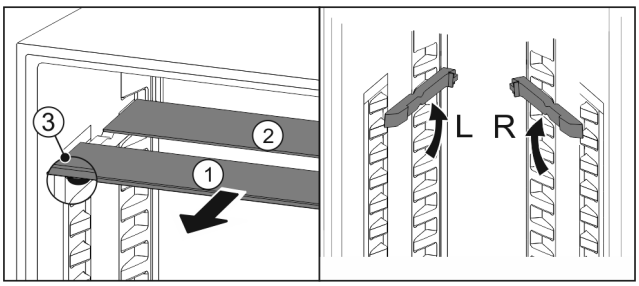

Fig. 105
▶ Pull the glass panels out *Fig. 105 (1)* from the front, one at a time.
▷ The glass panel *Fig. 105 (1)* and trim strip are at the front.
▷ The stops *Fig. 105 (3)* point down.